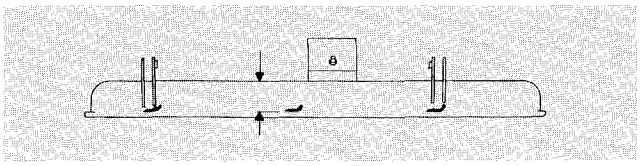

Figure 24
2. Rotate blade until the ends face forward and backward (Fig. 24). Measure from inside of cutting unit to cutting edge at front of blade (Fig. 24), and remember this dimension.